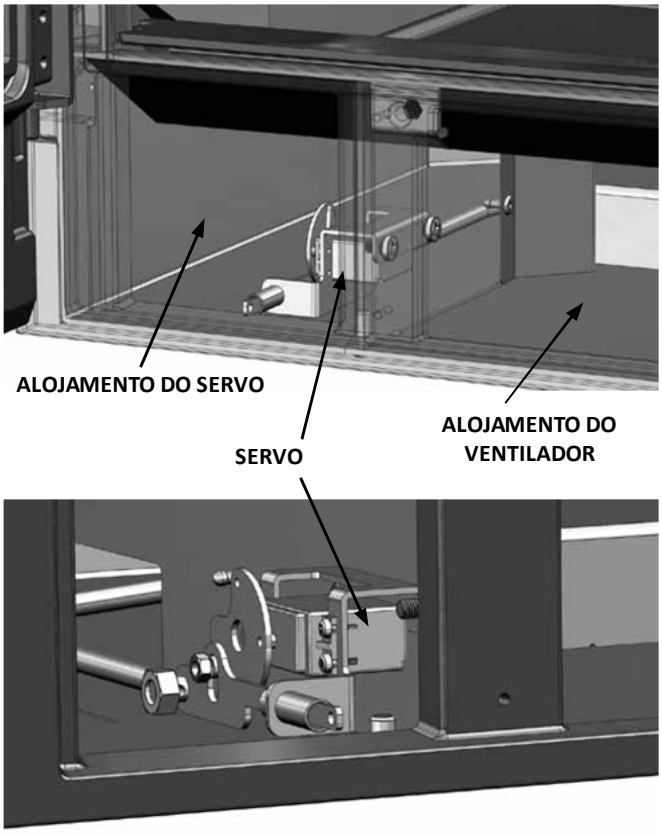

FIG. 3-4
3. Tirar as bandejas suporte do ventilador para poder aceder ao alojamento do servomotor (Fig. 3-4).